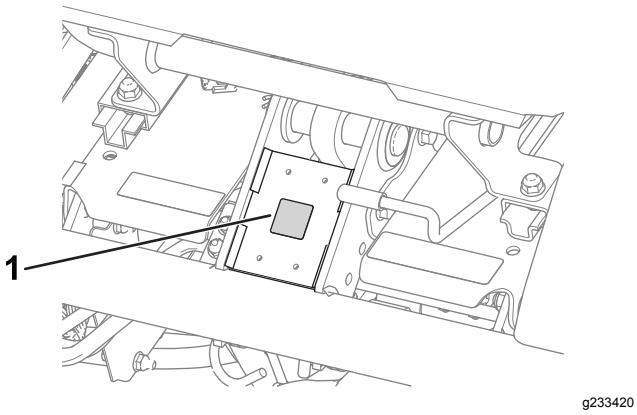

**Figuur 9**
- Breng de CE-markeringssticker aan op het frame, onder de voorkant van de stoel (Figuur 9).